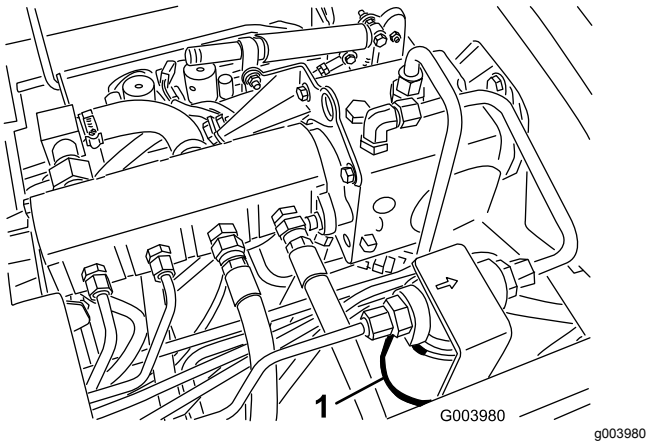
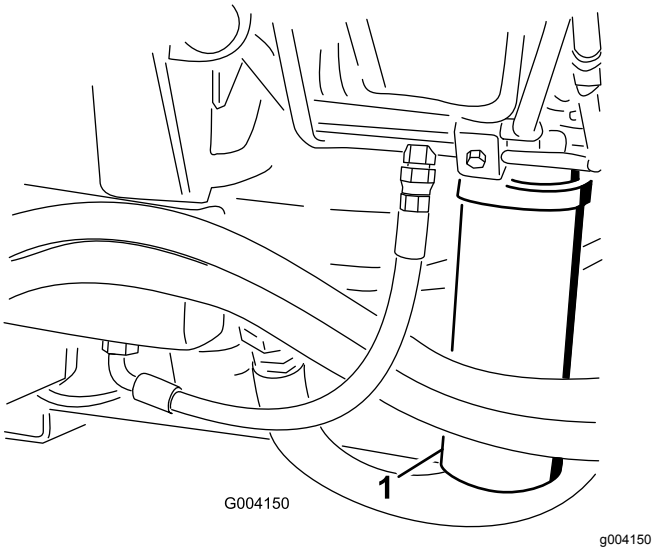

Figuur 71
Figuur 72
2. Reinig de omgeving van de plaats waar het filter wordt gemonteerd, en plaats een opvangbak onder het filter (Figuur 71 en Figuur 72).